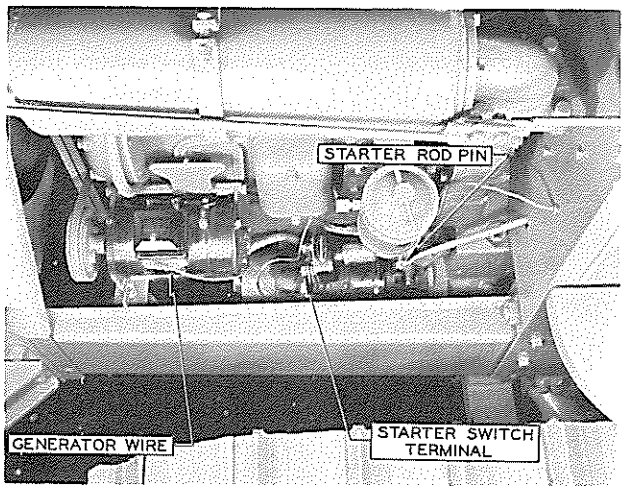

FIG. 5
20. Remove generator wire from outside of voltage regulator. Fig. 5.
21. Remove both wires from outside starter switch terminal. Fig. 5.
25. Remove cotter key and pull starter rod from pin. Fig. 5.